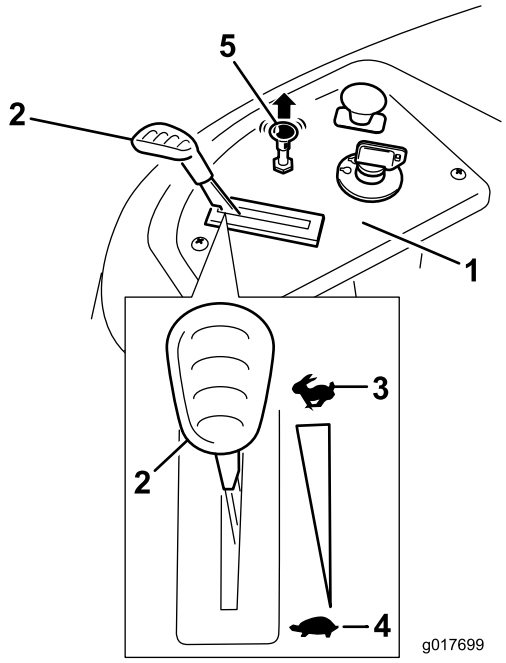

Figure 14
4. Pull up on the Choke control before starting a cold engine (Figure 14).